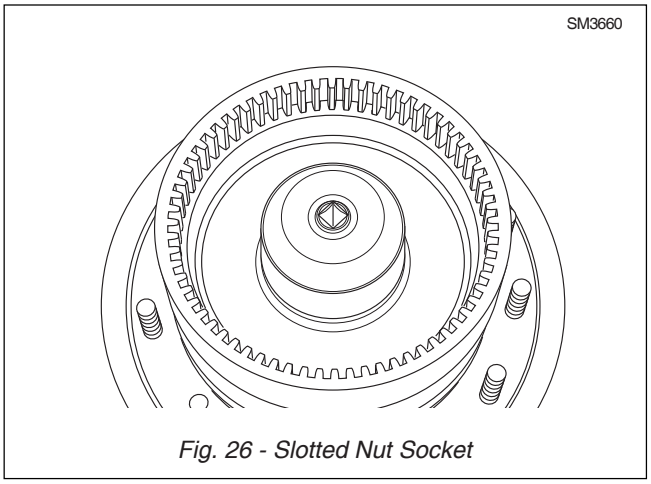

Fig. 26 - Slotted Nut Socket
26. Once the preload has been confirmed, re-install shim (20) and slotted nut (19) , coat engagement face of nut with loctite 262.
27. Taking special tool (15503031) torque slotted nut (19) to a value of 2000 ± 120Nm (1475 ±88 lbf ft). Refer to Fig. 26 & 27.